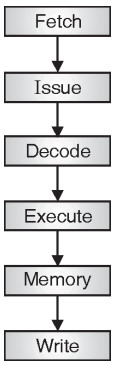

Fig. 2.8.6 : Six stage pipeline of ARM10 processor
- The pipeline of ARM10 processor has six stages fetch, issue, decode and read register, execute shift and ALU, memory access and multiply, write register as shown in Fig. 2.8.6.